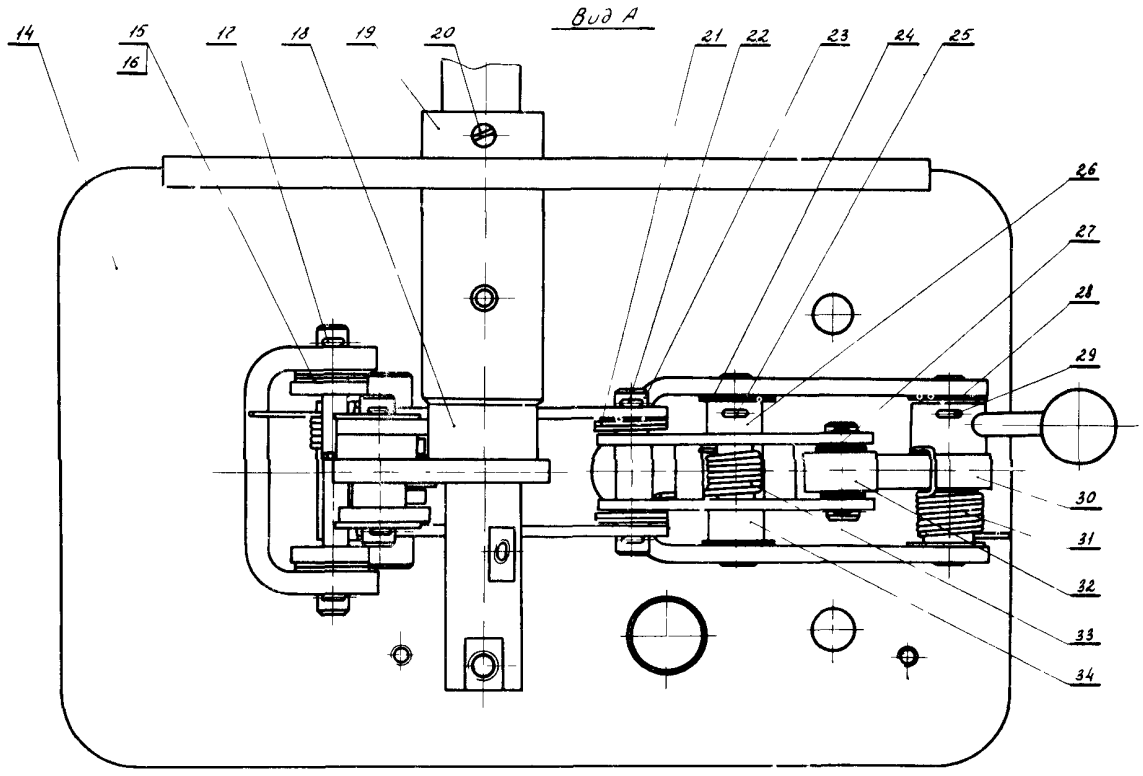
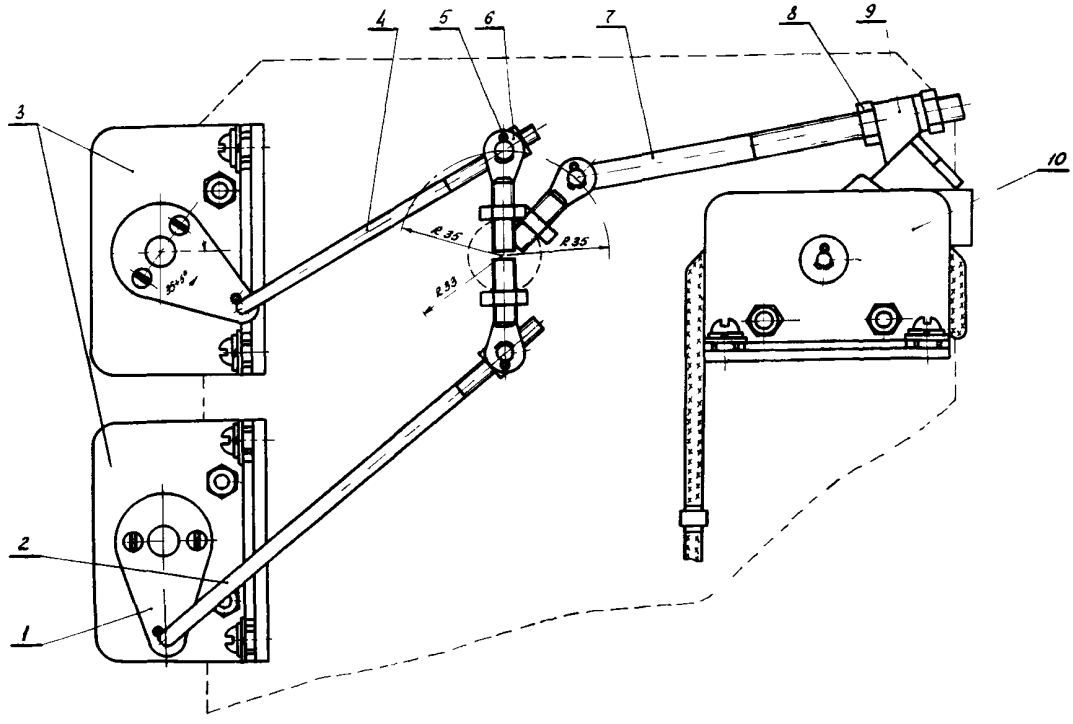

Рис.3. Механизм привода ПЭ-11:
Рис.6. Установка блок-контактов:
01.12. Очистить механизм 10 привода (рис.3) от пыли, грязи и старой смазки, осмотреть, обратив внимание на:
01.19. Очистить от пыли,смазки и осмотреть контакты КБВ,КБО и КСА (рис.6).Обратить внимание на состояние подвижных и неподвижных контактов, пружин, зажимов, контактных винтов, тяг и рычагов.
02.1. Расшплинтовать и вынуть ось 37 (см. рис.3) с втулками 35 и роликом 38. Расшплинтовать и вынуть ось 7 с шайбами 12; снять серьгу 6. Расшплинтовать тяги 2,4,7 (см. рис.6) и отсоединить их от рычага 6. Выбить конический штифт и снять вилку с вала привода.
02.2. Отвинтить стопор 20 (см.рис.3) и снять стопорное кольцо 19.
03.I. Расшплинтовать и вынуть ось 43 (см. рис.3), освободив при этом ролик 32 с шайбами 27.